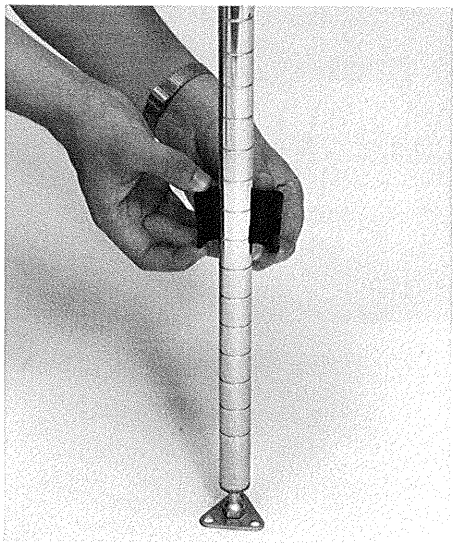

FIG. 2
3. Take four pair of plastic split sleeves and place a pair on each post on the lowest groove at which the shelf will be located (Fig. 2). Make certain the bead of the split sleeves fits securely into the groove of the post.